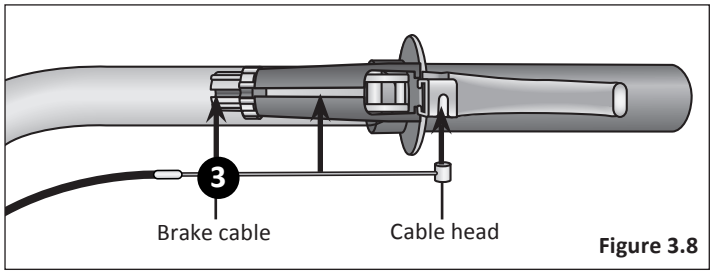

Figure 3.8
3. Slide the brake cable through the slots and place the cable head into the brake lever. **Figure 3.8**